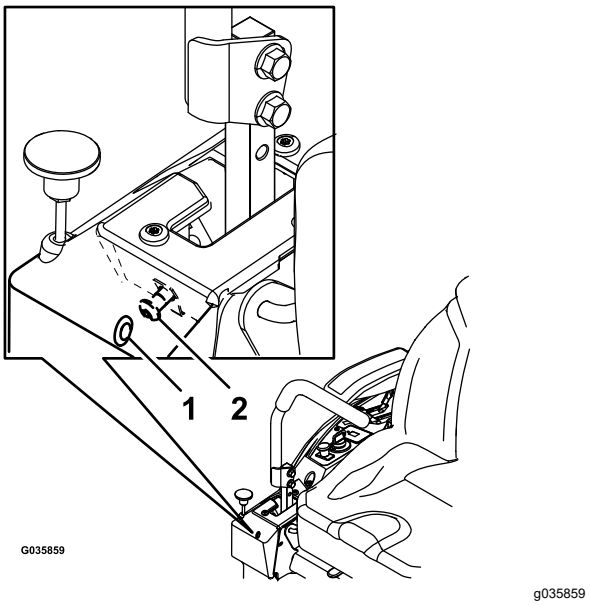

Figuur 56
6. Als de machine naar rechts spoort, steek dan een inbussleutel van 3/16" door de opening in de afdekplaat rechts vooraan en draai de stelschroef van de sporing links- of rechtsom om het bereik van de hendel af te stellen (Figuur 56).
7. Als de machine naar links spoort, steek dan een inbussleutel van 3/16" door de opening in de afdekplaat rechts vooraan en draai de stelschroef van de sporing links- of rechtsom om het bereik van de hendel af te stellen (Figuur 56).